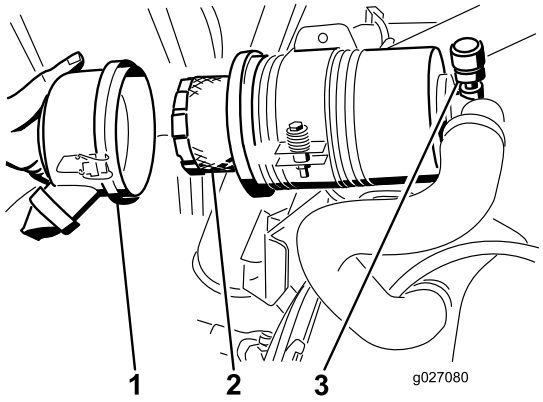

Figur 52
3. Afmonter og udskift filteret (Figur 52).